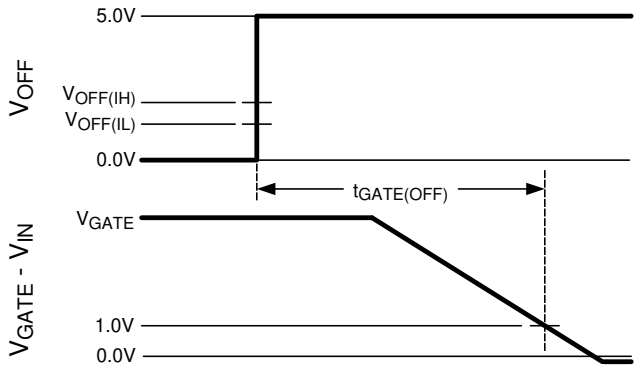
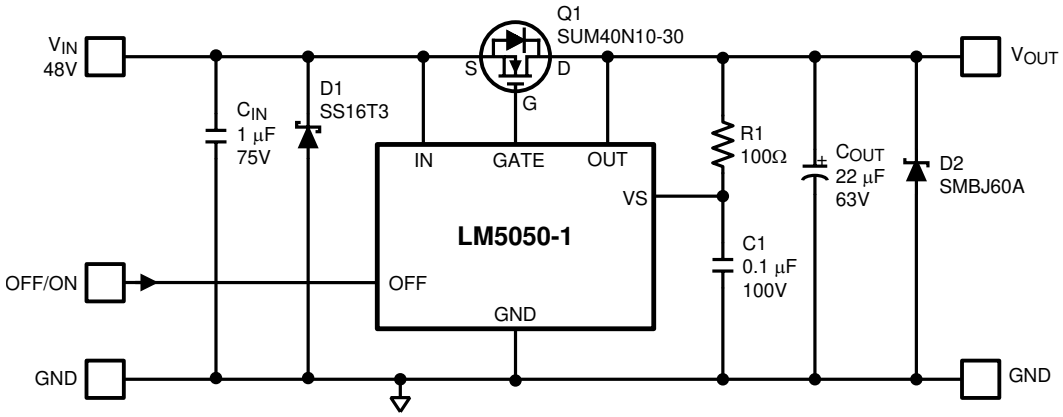

Figure 2. Gate OFF Timing for OFF Pin Low to High Transition
Figure 24. Typical Application With Input and Output Transient Protection Schematic
(3) Time from V_{OFF} voltage transition from 0 V to 5 V until GATE pin voltage falls to V_{IN} + 1 V. See Figure 2
Blocking diodes are commonly placed in series with supply inputs for the purpose of ORing redundant power sources and protecting against supply reversal. The LM5050 replaces diodes in these applications with an N-MOSFET to reduce both the voltage drop and power loss associated with a passive solution. At low input voltages, the improvement in forward voltage loss is readily appreciated where headroom is tight, as shown in Figure 2. The LM5050 operates from 5 V to 75 V and it can withstand an absolute maximum of 100 V without damage. A 12-V or 15-A ideal diode application is shown in Figure 24. Several external components are included in addition to the MOSFET, Q1. Ideal diodes, like their non-ideal counterparts, exhibit a behavior known as reverse recovery. In combination with parasitic or intentionally introduced inductances, reverse recovery spikes may be generated by an ideal diode during an reverse current shutdown. D1, D2 and R1 protect against these spikes which might otherwise exceed the LM5050 100-V survival rating. COUT also plays a role in absorbing reverse recovery energy. Spikes and protection schemes are discussed in detail in the *Short Circuit Failure of an Input Supply* section.
Table 1 shows the parameters for Figure 24